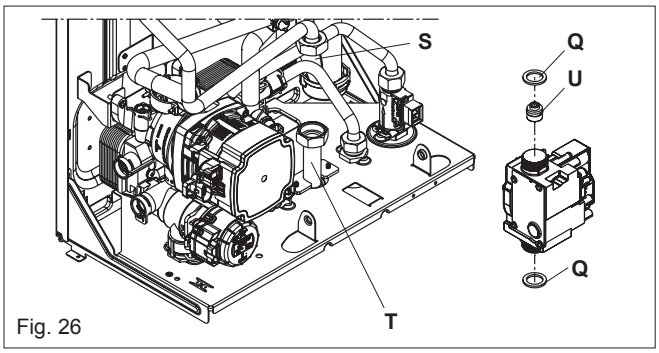

Fig. 26
6.12 GAS VALVE (fig. 26)
6.12.1 INJECTOR (fig. 26)